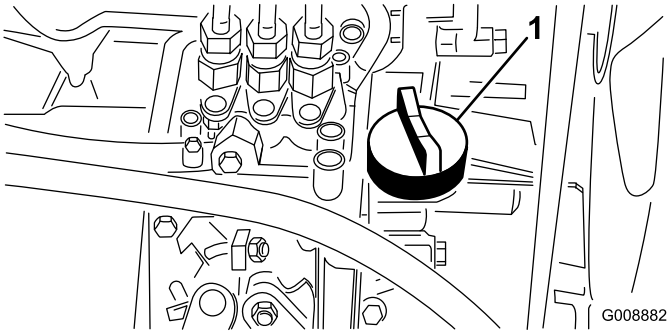

Figur 20
4. Hvis oliestanden er lav, skal du fjerne oliepåfyldningsdækslet (Figur 20) og gradvist fylde små mængder olie på og ofte kontrollere oliestanden, indtil den når FULL-mærket på målepinden.